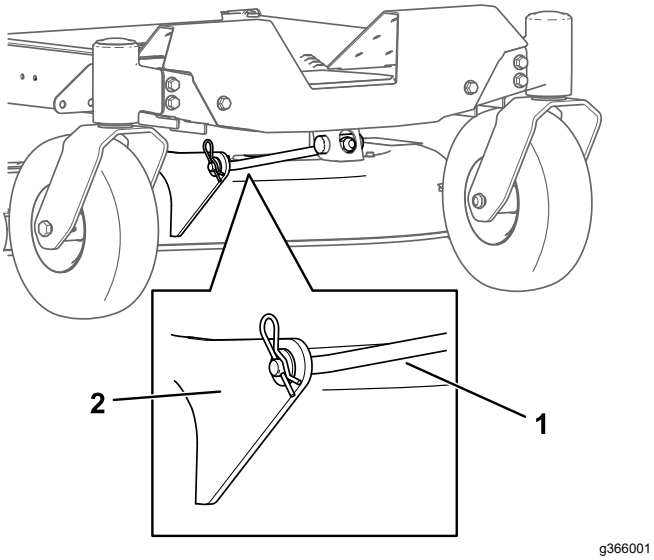

Figuur 71
5. Verwijder de R-pen uit de voorste steunstang en neem de stang uit de beugel van het maaidek (Figuur 71).
8. Bevestig de voorste steunstang aan het maaidek met de gaffelpen en de R-pen (Figuur 71).